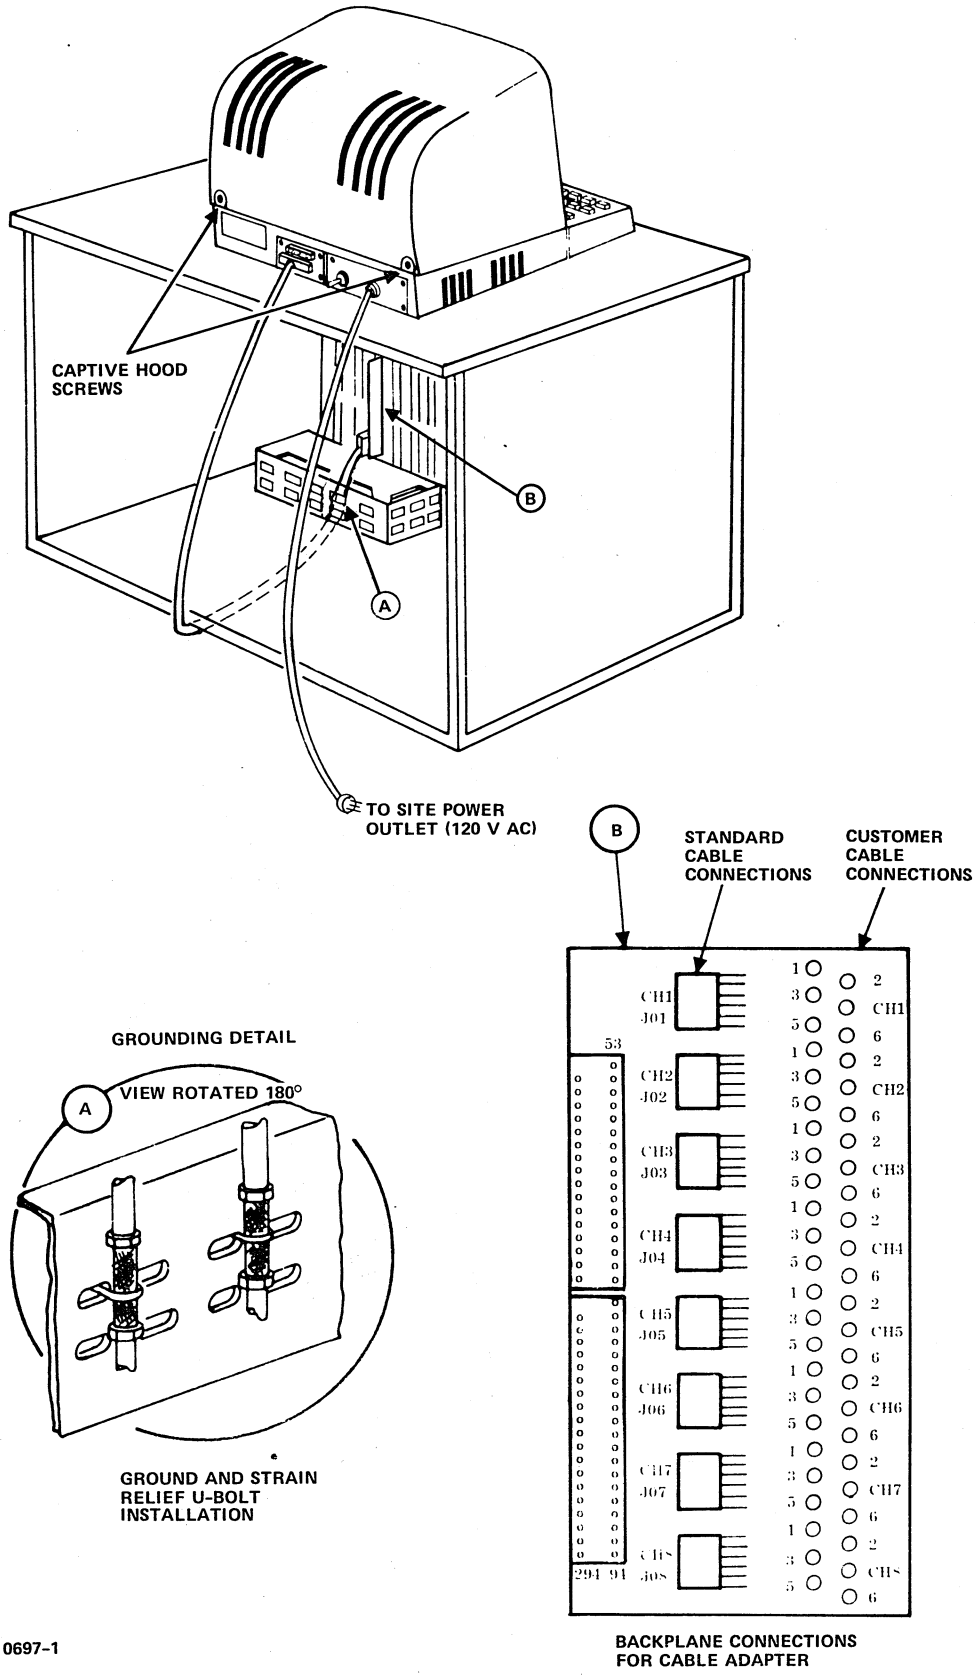

Figure 14-6. Terminal to Eight-Channel Communication Line Adapter Signal Cable Installation
1. Attach the signal cable to the eight-channel communication line adapter cable interface board as shown in figure 14-6.